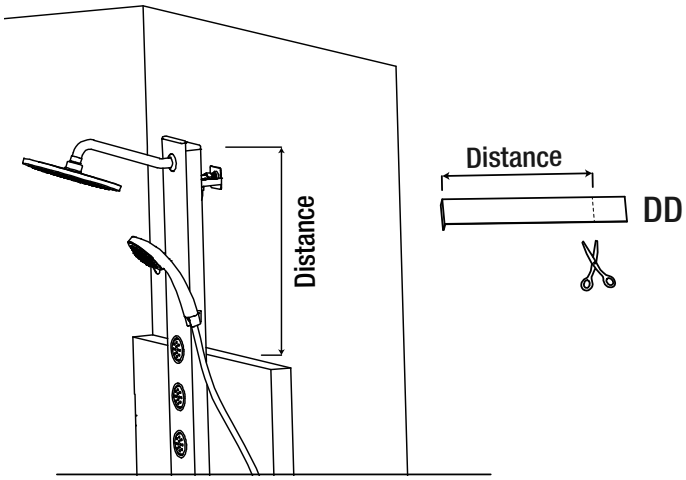
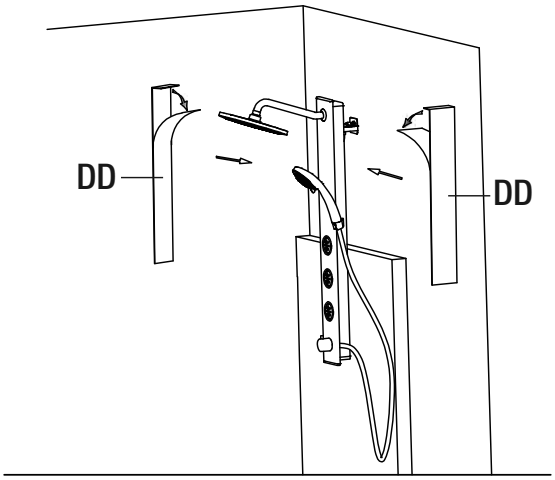

Fig.18
Fig.19
- Mesurez la longueur de l'espace séparant le haut du panneau de douche et la cabine, voir fig. 18.
- Coupez les deux bandes de recouvrement en aluminium (DD) à la longueur souhaitée, avec des ciseaux.
- Retirez la pellicule de protection des bandes de recouvrement en aluminium (DD), puis collez les bandes sur l'espace séparant le panneau et le mur.
- Fixez les bandes de recouvrement en aluminium (DD) en place, voir fig. 19.